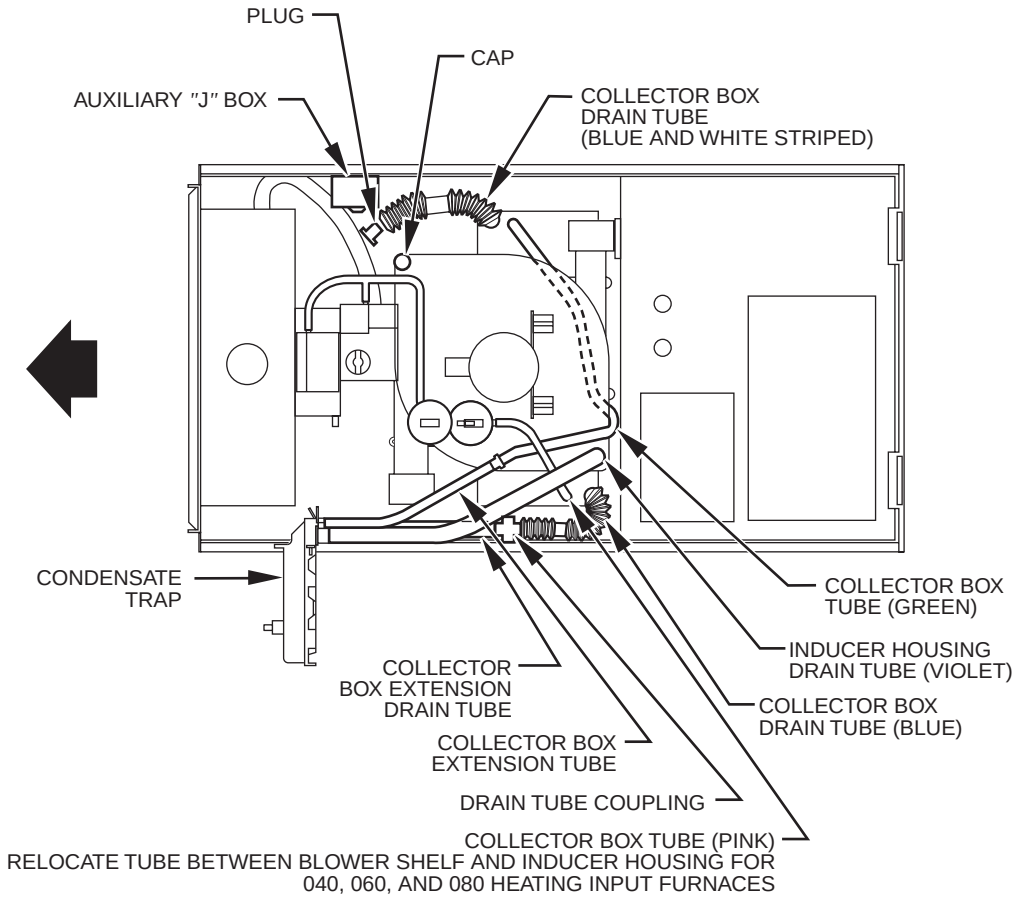

**Fig. 10—Horizontal Left Tube Configuration**
**NOTE:** See Fig. 10 or tube routing label on main furnace door to check for proper connections.